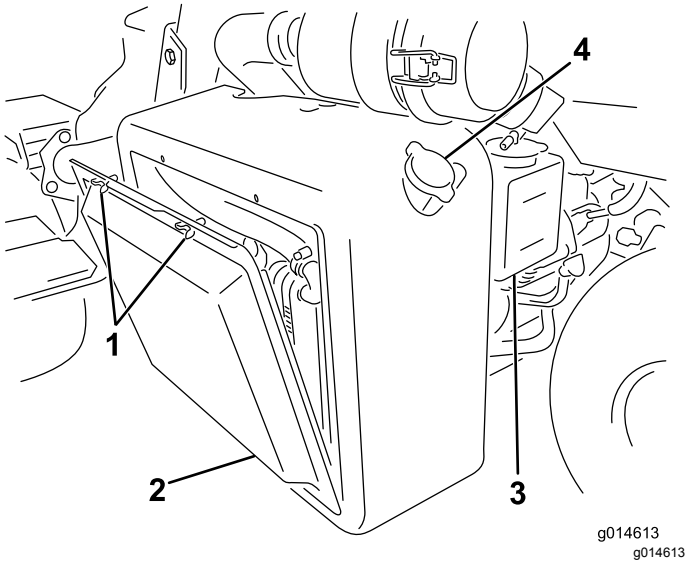
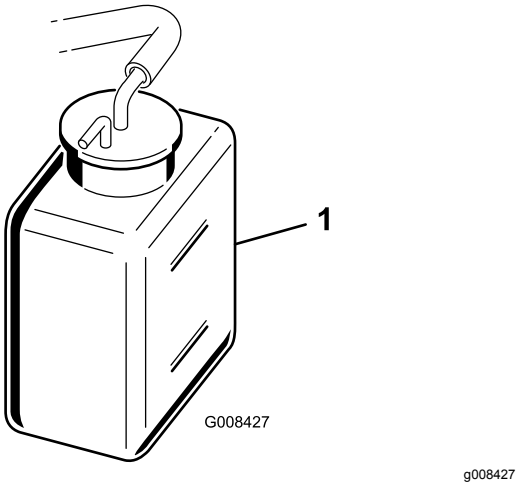

Rysunek 40
Rysunek 41
1. Zdejmij osłonę chłodnicy (Rysunek 40).
2. Sprawdź poziom płynu chłodzącego (Rysunek 40 oraz Rysunek 41).